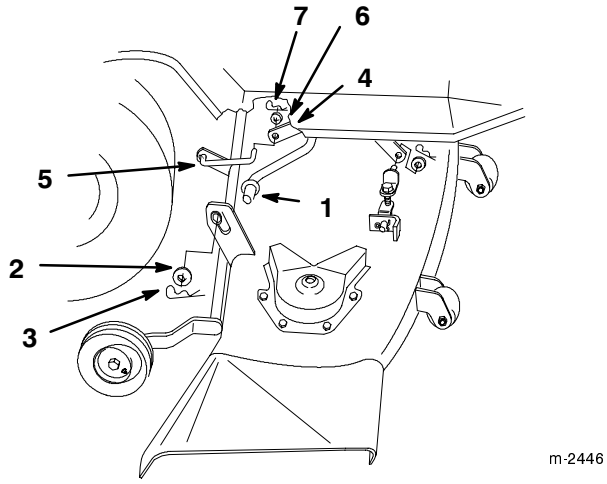

Abbildung 13
5. Den kleinen Haarnadelsplint und die Unterlegscheibe vom hinteren Gelenk und von der Hebevorrichtung entfernen (Abb. 13).
6. Die Haarnadelsplinte und Unterlegscheiben von den hinteren Hubarmen entfernen (Abb. 13).
7. Die rechte Mähdeckseite von den hinteren Hubarmen herunterschieben (Abb. 13).